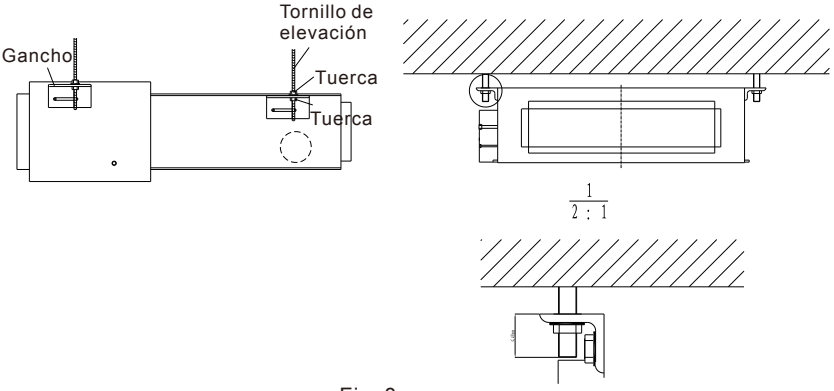

Fig. 8
■ Instale la unidad interior en el cielorraso (consulte la Fig. 8)